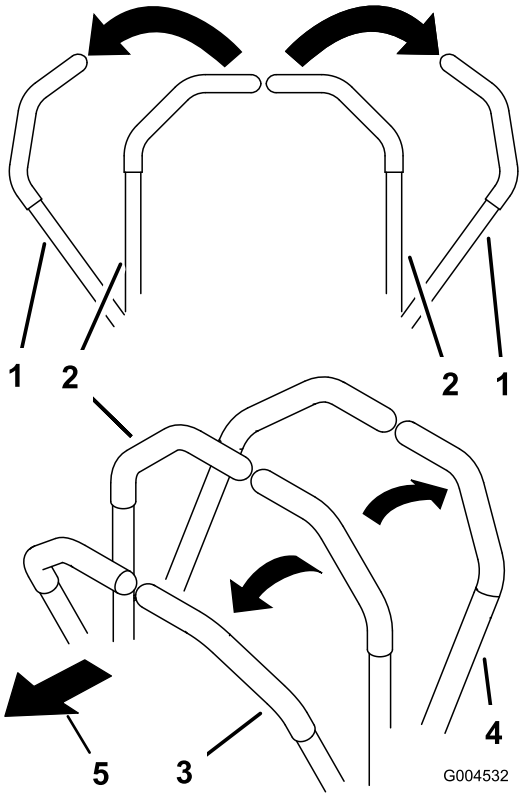

**Figur 18**
3. Kör framåt genom att försiktigt föra rörelsereglagespakarna framåt (Figur 18).
Kör rakt bakåt genom att trycka lika mycket på båda rörelsereglagespakarna (Figur 18).
För att svänga vrider du rörelsereglagespaken mot neutralläget i den riktning du vill svänga (Figur 18).
2. Backa genom att försiktigt dra rörelsereglagespakarna bakåt (Figur 18).
För att svänga lättar du på trycket på den rörelsereglagespak som är närmast det håll som du vill svänga åt (Figur 18).